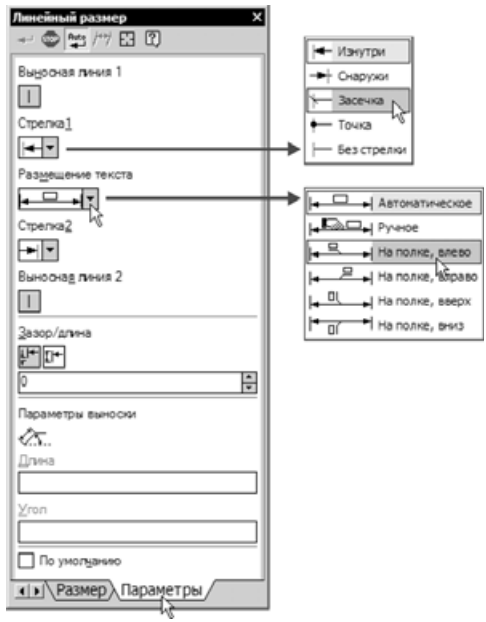

Рис. 3.53
- Если возникает необходимость изменить параметры размера (расположить размерную надпись на полке, изменить направление стрелок и т. д.) откройте вкладку **Параметры** панели свойств (рис. 3.53).